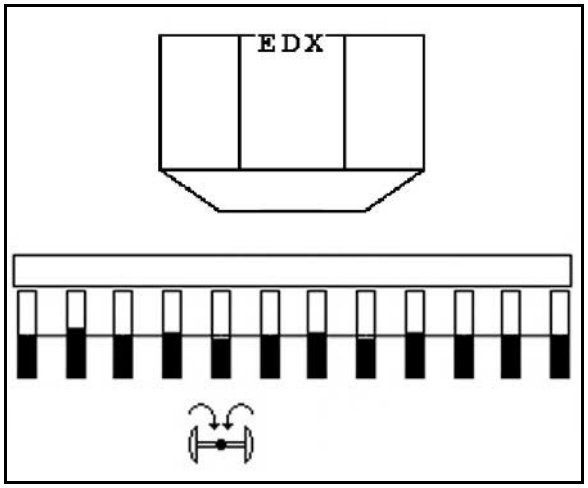

**Fig. 54**
- Komplet indklapning forvælges (Fig. 54/1).